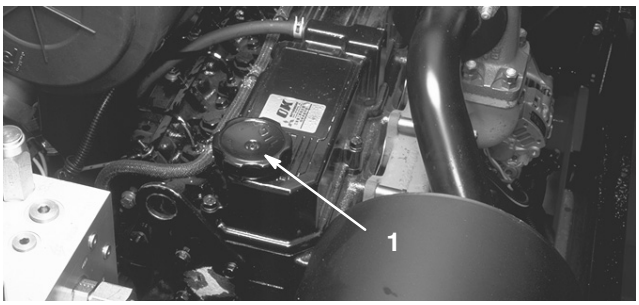
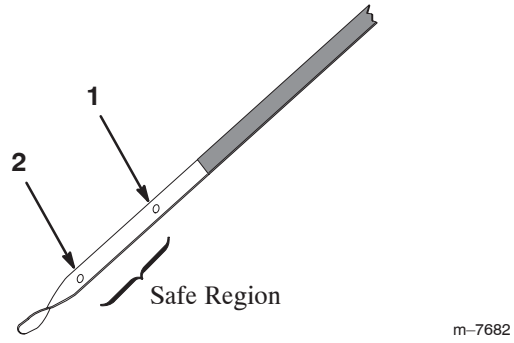

Figure 6
Figure 7
3. Remove dipstick (Fig. 5), wipe with a clean rag, and insert into tube until fully seated. Remove dipstick from tube and check oil level. If oil level is low, remove filler cap (Fig. 6). Add proper type of oil until level is between the upper and lower holes on the dipstick (Fig. 7). **Do not overfill**.